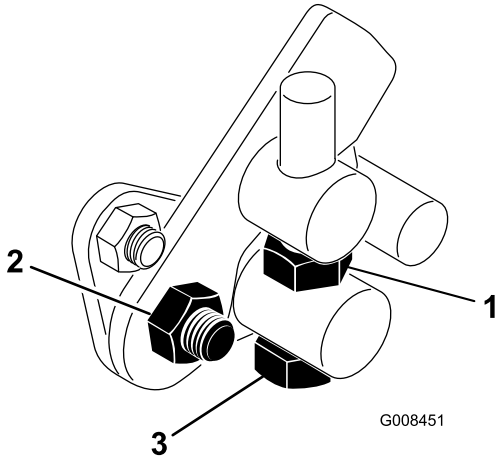

Figuur 44
1. Draai de contramoer op de draaitapbout los (Figuur 44).
4. Draai de contramoer op de draaitapbout en de moer op het scharnierpunt van het pedaal vast om de afstelling te vergrendelen (Figuur 44). Controleer de afstelling en stel nogmaals af indien dit nodig is.